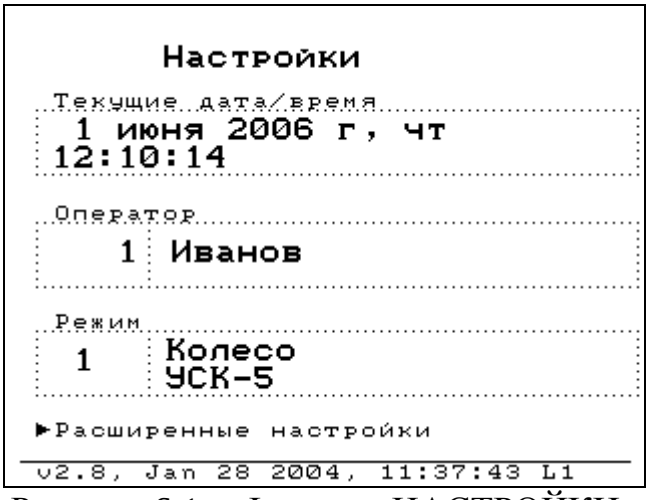

Рисунок 6.1 − Формат «НАСТРОЙКИ»
6.5.4 Перевести тумблер «ОТКЛ» на задней панели в верхнее положение и нажать на передней панели кнопку ⏻. На экране индицируется заставка "УДС2-52 ЗОНД-2"с указанием серийного номера дефектоскопа. По истечении двух секунд на экране появится формат «НАСТРОЙКИ» (рисунок 6.1).